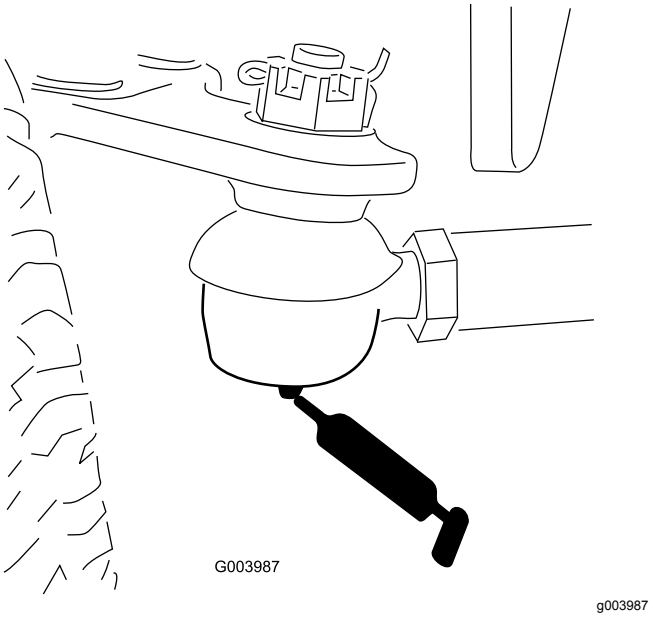

Figur 79
- Bakakselens parallellstag (2) (Figur 79)